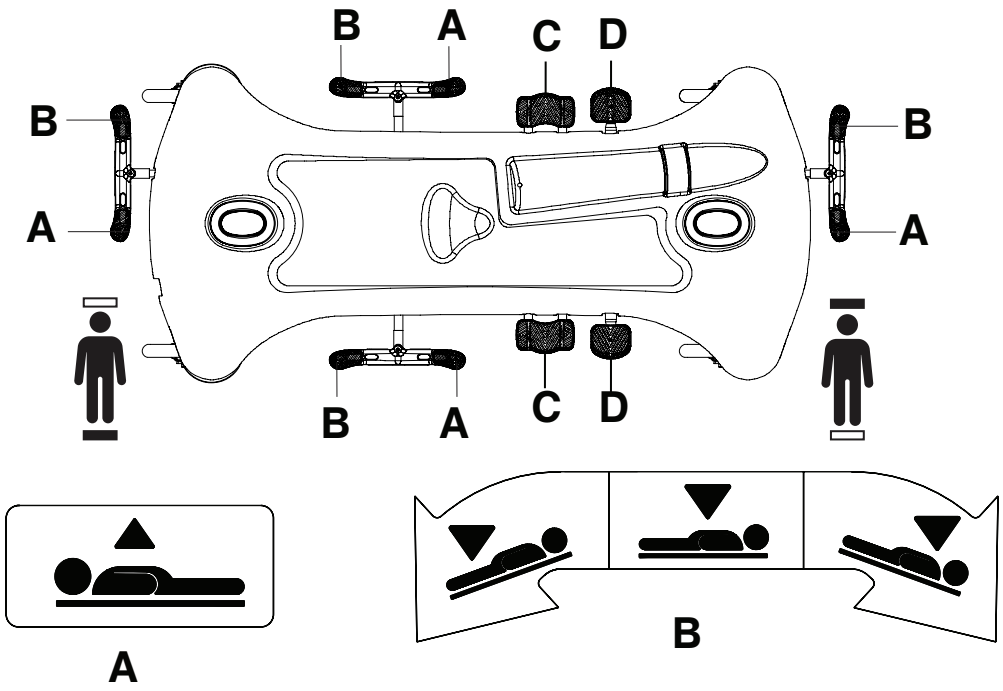

Rysunek 3 – Podnoszenie lub opuszczanie blatu noszy
Aby podnieść blat, należy naciskać pedał podnośnika (D) aż do osiągnięcia żądanej wysokości (Rysunek 3).
Aby ustawić produkt w pozycji Trendelenburga (głowa w dół), należy podnieść blat noszy do najwyższej pozycji (Rysunek 3).
Aby ustawić produkt w odwróconej pozycji Trendelenburga (stopy w dół), należy podnieść blat noszy do najwyższej pozycji (Rysunek 3)